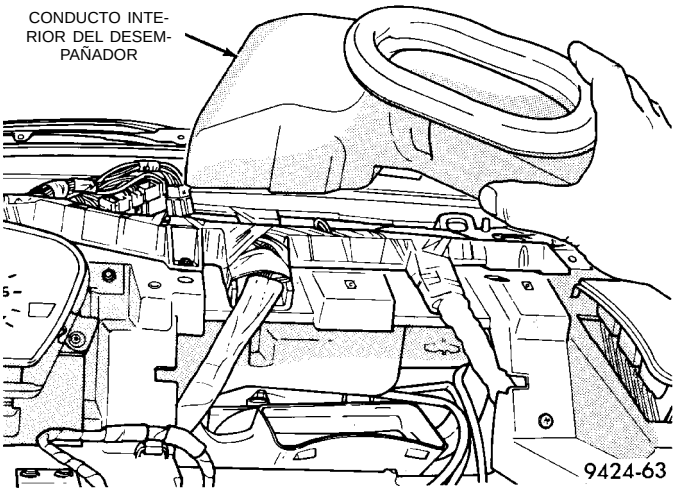

Fig. 41 Conducto interior del desempañador del tablero de instrumentos
(5) Retire el conducto interior del desempañador (Fig. 41).
(6) Desconecte el cable en la unidad del calefactor.
(7) Desconecte el cable en el tablero de control.
(8) Retire el cable del vehículo.
(7) Desconecte el cable en el tablero de control. Retire el control del tablero de instrumentos.